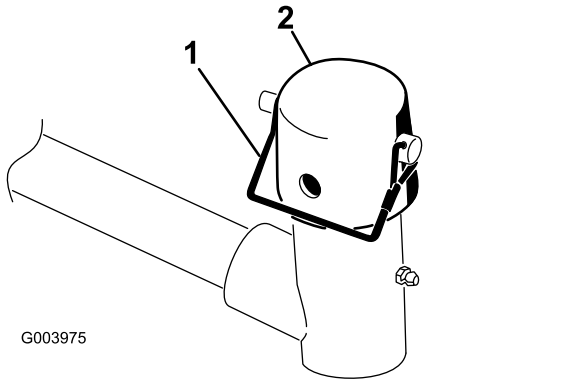

图10
7. 从提升臂轴轭上拆下锁扣销和中心盖 (图10)。
11. 使用保险销将中心盖和承载架轴固定到提升臂轭图10。